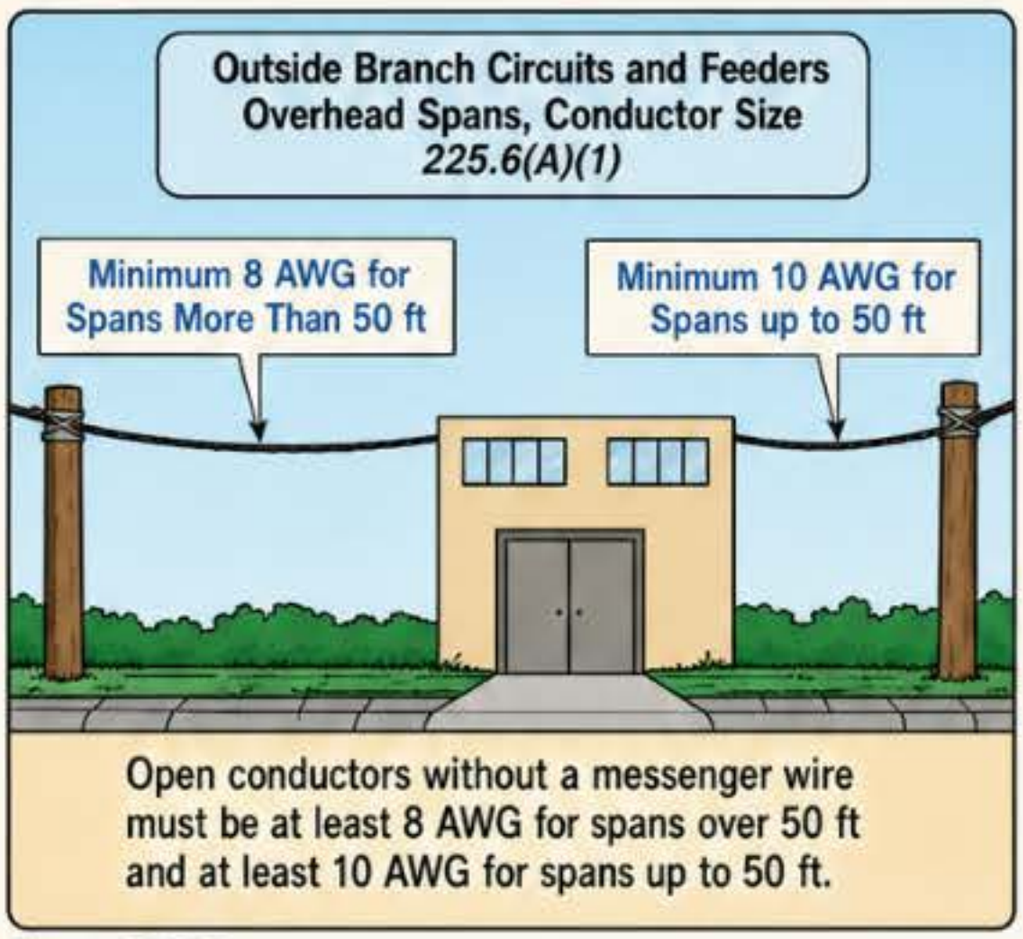

Figure 225-2
(1) Conductor Size. Conductors 10 AWG and larger are permitted for overhead spans up to 50 ft long. For spans over 50 ft, the minimum conductor size is 8 AWG, unless the conductor is supported by a messenger wire. ▶ Figure 225-2